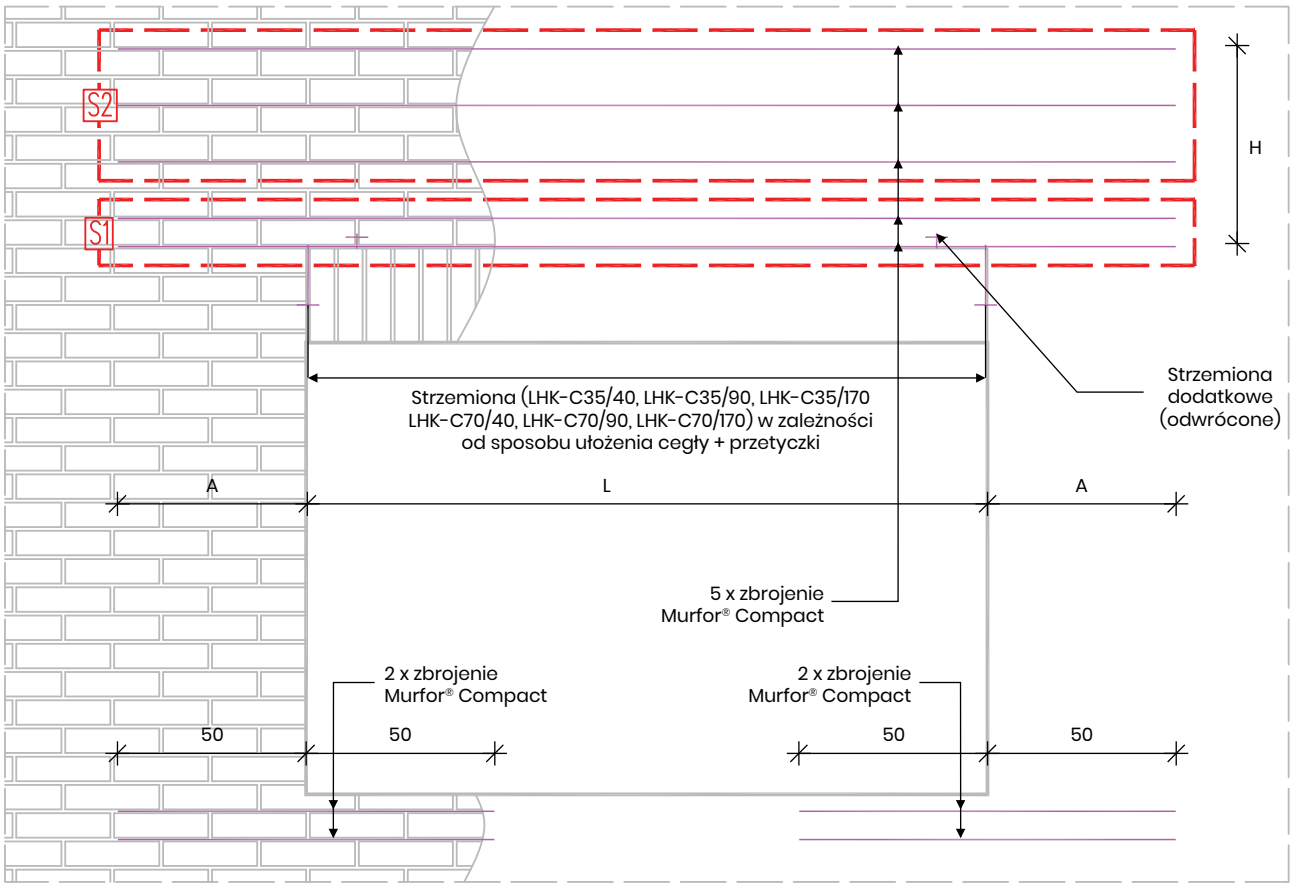

Rys. 24 - Zestawienie elementów niezbędnych do wykonania nadproży w systemie Murfor®
***UWAGA**: niezależnie od sposobu wykonania nadproża niezbędne jest przezbrojenie strefy podokiennej, będącej miejscem koncentracji naprężeń, za pomocą zbrojenia Murfor® Compact (patrz rys. 24).*
Jest to najprostszy, najszybszy i najtańszy sposób wznoszenia nadproży w elewacjach. Pozwala zachować homogeniczną strukturę muru i nie wprowadza żadnych dodatkowych naprężeń. Jego dodatkową zaletą jest fakt, że możemy wykonać nadproże niezależnie od konstrukcji budynku, co bywa niezwykle istotne w momencie zastosowania w ścianie konstrukcyjnej nadproży prefabrykowanych typu L – bez możliwości obciążania ich momentem skręcającym. Do wykonywania nadproży w elewacjach służy zbrojenie Murfor® Compact, który w połączeniu ze specjalnymi strzemionami pozwala na uzyskanie przesklepienia nad otworem przy praktycznie dowolnym układzie cegły w pierwszej warstwie (patrz rys. 24). Nadproża zbrojone mają jednak pewne ograniczenia – w zależności od szerokości otworu wymagana jest odpowiednia minimalna wysokość muru nad
otworem. Gdy ten warunek nie jest spełniony, stosuje się dodatkowe podpory (wieszaki) o odpowiedniej nośności i kształcie dopasowanym do grubości ocieplenia i konstrukcji budynku (patrz rys. 24).